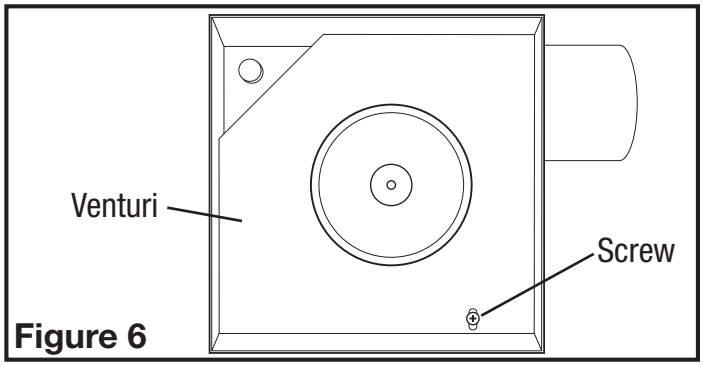
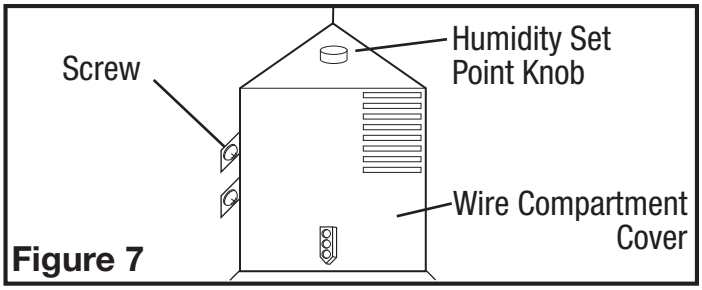

Figure 6
Figure 7
1. Remove the screw holding the venturi in place. Lift the venturi up and at an angle to slide it out of the housing **(Figure 6).** Remove the wire compartment cover screw and place the cover in a secure place **(Figure 7).**